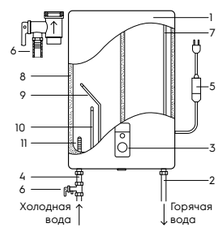

Рис. 1
- Предохранительный обратный клапан следует устанавливать в месте входа холодной воды (см. рис. 1).